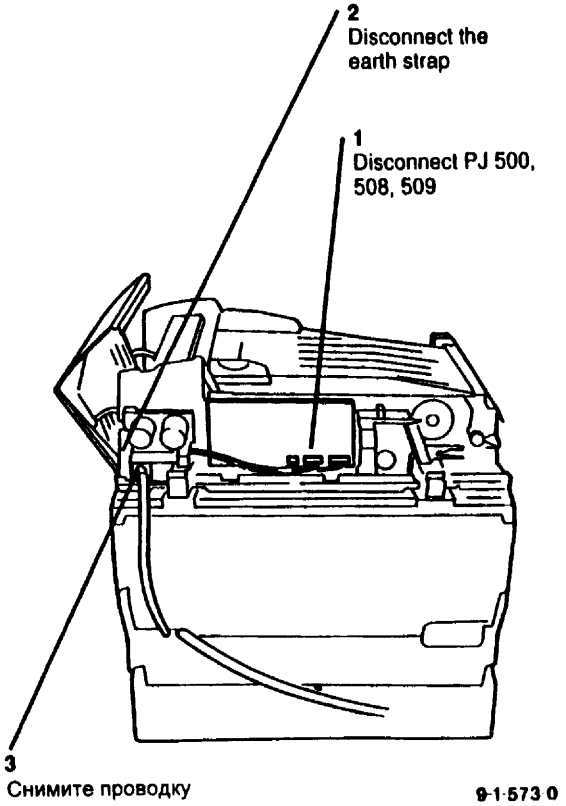

Рис. 1 Отсоединение ADF
2. (Рис. 1) Отсоедините разъем ADF от аппарата.